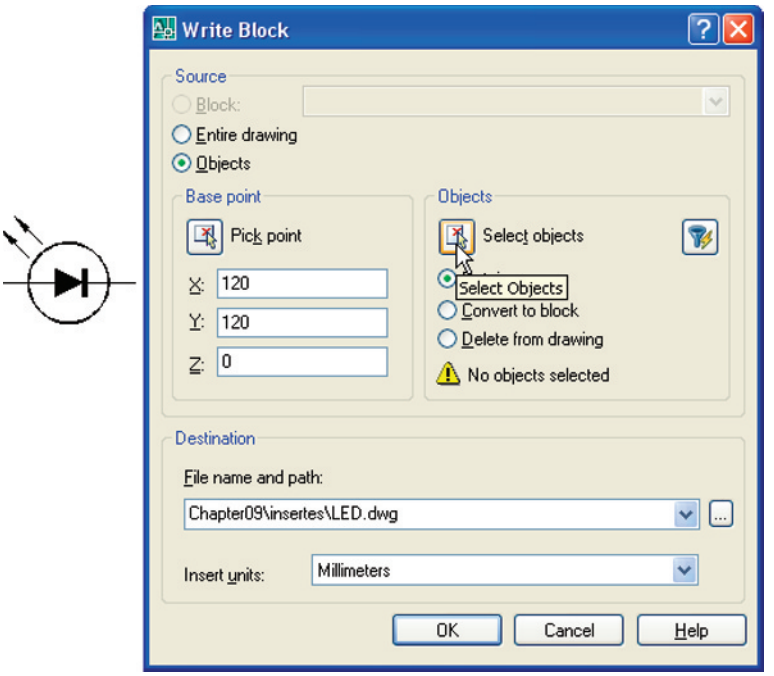

Fig. 9.20 Example – **Wblock**
Example – wblock (Fig. 9.20)
1. Construct a light emitting diode (**LED**) symbol and *enter* **w** at the command line. The **Write Block** dialog appears (Fig. 9.20).